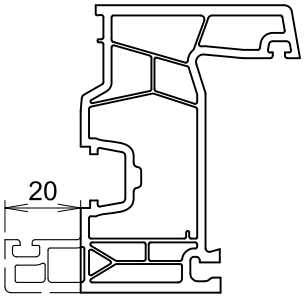

Abb. 1
- Vor der Montage des Stulpprofils sägen Sie den Überschlag vom Standflügel ab (siehe Abb. 1)